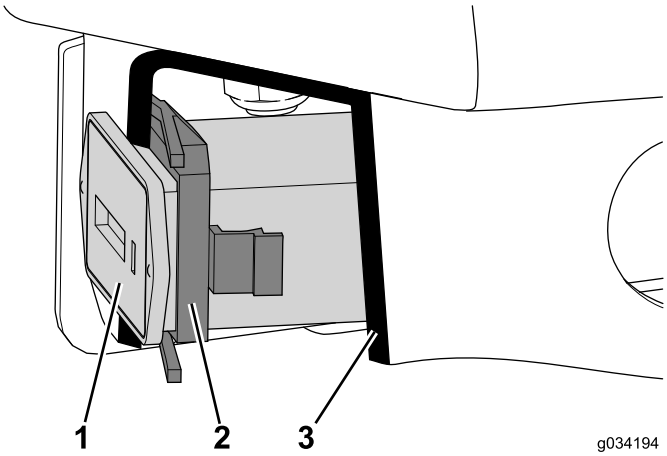

Figur 12
3. Fjern holderen, der fastgør timetælleren, fra konsollen, hvis udstyret hermed (Figur 12).